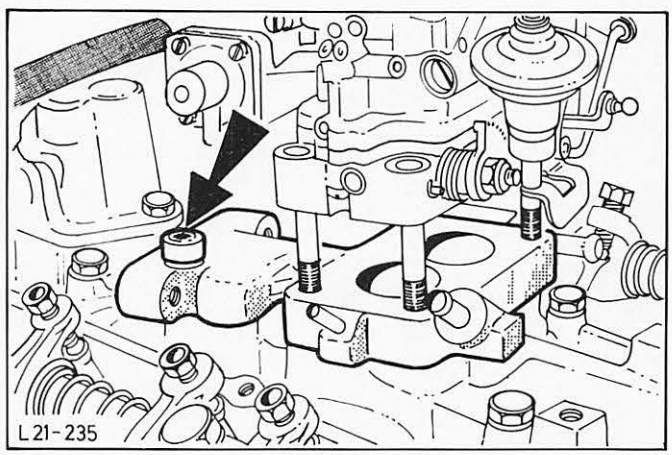

Abb.18 Geänderter Vergaserzwischenflansch
- Beim Aus- und Einbau von Vergaserzwischenflansch muß, außer den vier Muttern am Vergaser, zusätzlich eine Innensechskantschraube gelöst bzw. festgeschraubt werden, die durch den geänderten Zwischenflansch erforderlich wurde, Abb.18